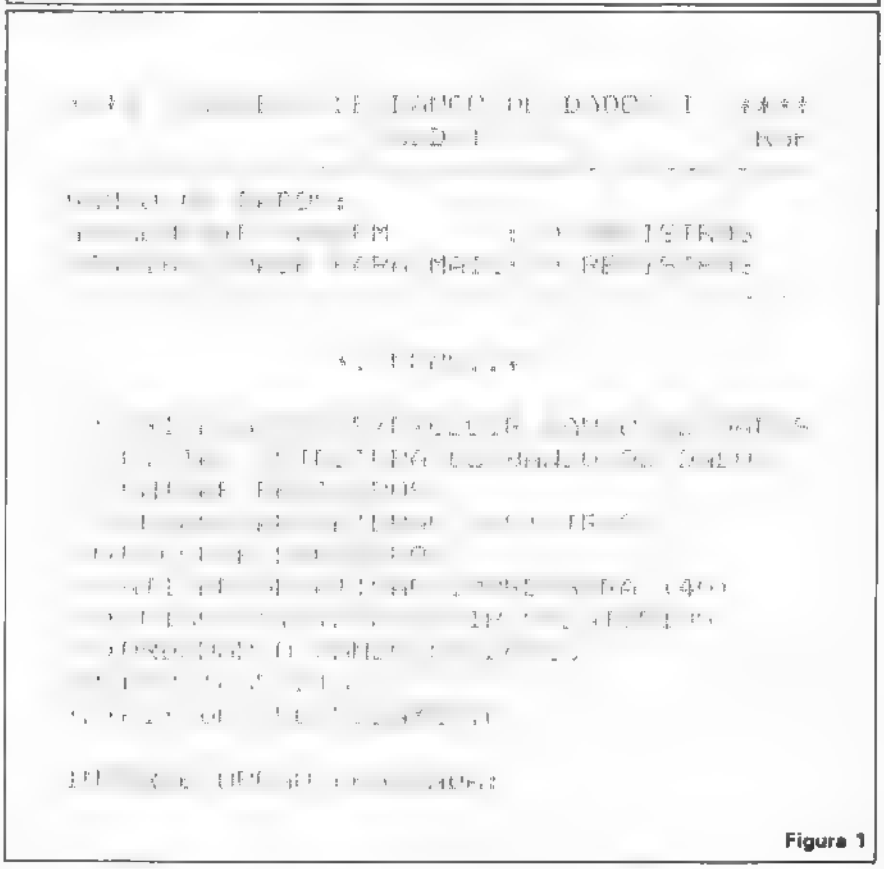

Figura 1
O Sistema então instalado e "inicializado" pode ser subdividido em quatro partes principais: RWTS, "File Manager", "Main Rotines" e "File Buffers". (Preferimos manter os títulos originais em inglês.) A figura 1 apresenta um diagrama dessa configuração.
*Nesta terceira e última parte do desenvolvimento do SBD/I, veremos as duas únicas funções do seu Menu (Figura 1) que ainda não foram apresentadas. "Ordenar o Banco de Dados" e "Duplicar Disco".*
**(7) Ordenar o Banco de Dados**
**(8) Duplicar Disco**